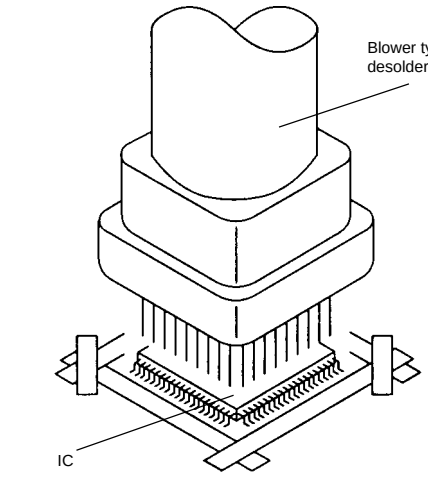

Fig. 2-2
2. Heat the IC leads using a blower type IC desoldering machine. **(Refer to Fig. 2-2.)**